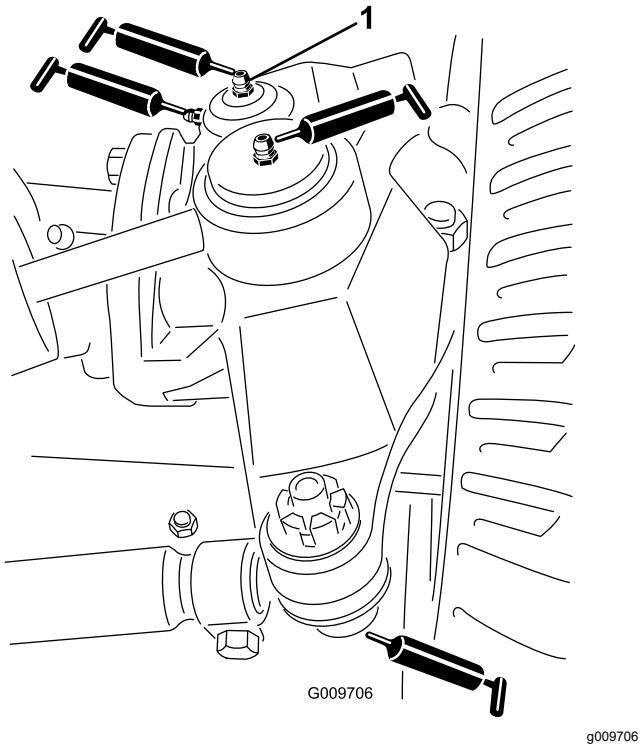

Figur 81
- Styrcylinders kulleder (2) (Figur 81)
- Fästanordningarnas kulleder (2) (Figur 81)
- Axeltappsbussningar (2) (Figur 81). **Den översta nippeln på axeltappen ska bara smörjas en gång om året (2 pumpningar).**